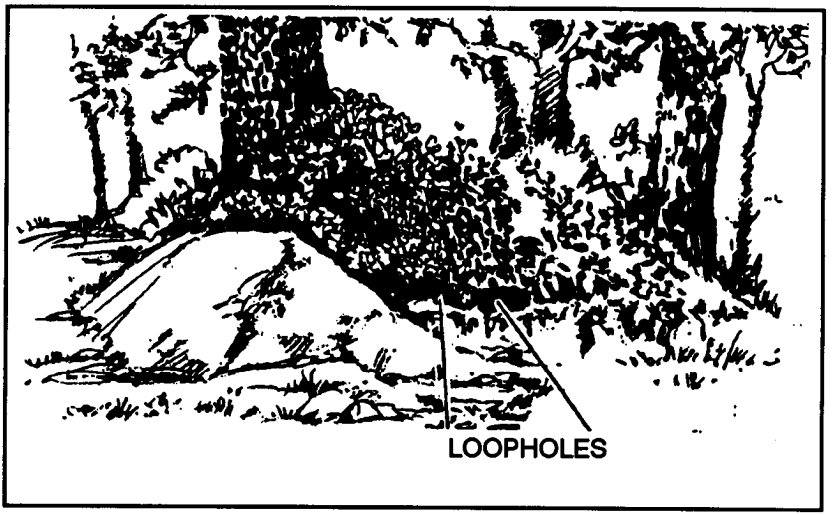

Figure 4-9. Loopholes in hide position.
(4) ***Loopholes.*** The construction of loopholes (Figure 4-9, page 4-18) requires care and practice to ensure they afford adequate fields of fire. Loopholes must be camouflaged by foliage or other material that blends with or is natural to the surroundings.